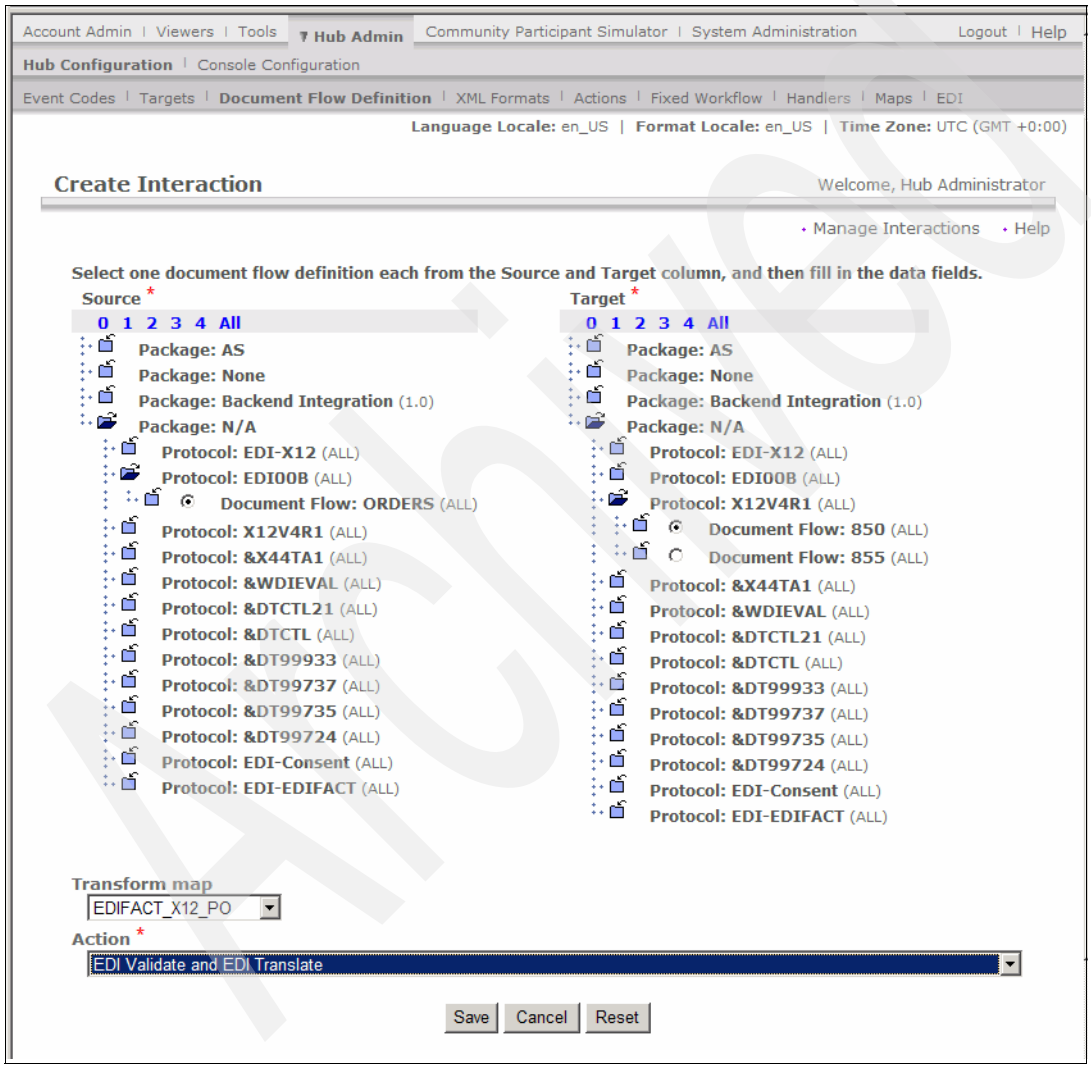

Figure 21-16 NA/EDI00B/ORDERS to NA/X12V4R1/850 interaction
v. For Action, select **EDI Validate and EDI Translate** (Figure 21-16). The EDI validation that will be done here is the standard EDIFACT UNB validation.